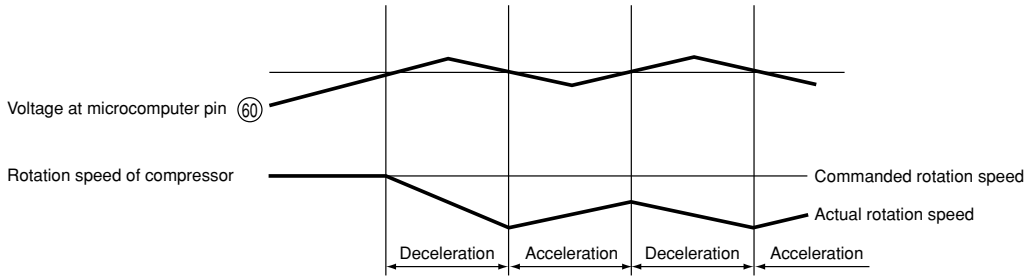

Fig. 8-7
- Fig. 8-7 shows the rotation speed control. When the voltage at pin ⑥⓪ of the microcomputer exceeds the set value, the microcomputer decreases the rotation speed of the compressor and reduces the load regardless of the rotation speed commanded by the indoor microcomputer.